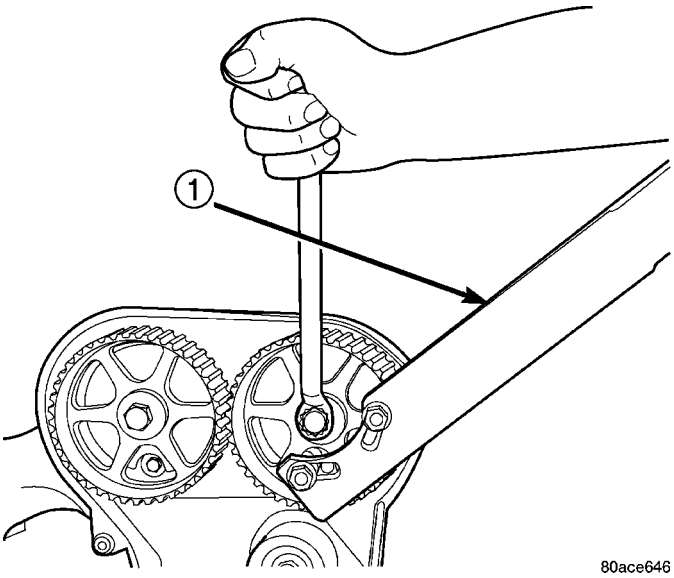

Fig. 116 Camshaft Sprocket - Removal/Installation
(3) Remove timing belt (Refer to 9 - ENGINE/VALVE TIMING/TIMING BELT AND SPROCKETS - REMOVAL).
(4) Remove camshaft sprockets. Hold camshaft sprocket with Special Tool 6847 while removing center bolt (Fig. 116).
(2) Install camshaft sprockets. Hold sprockets with Special Tool 6848 and tighten center bolt to 101 N·m (75 ft. lbs.) (Fig. 116).